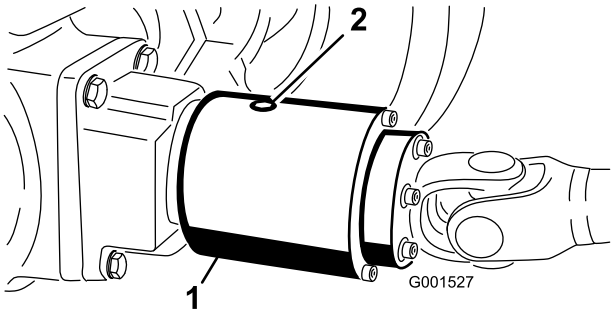

Figur 29
2. Vrid kopplingen (Figur 29) så att kontrollpluggen (som här visas i läget ”klockan 12”) sitter i läget ”klockan 4”.